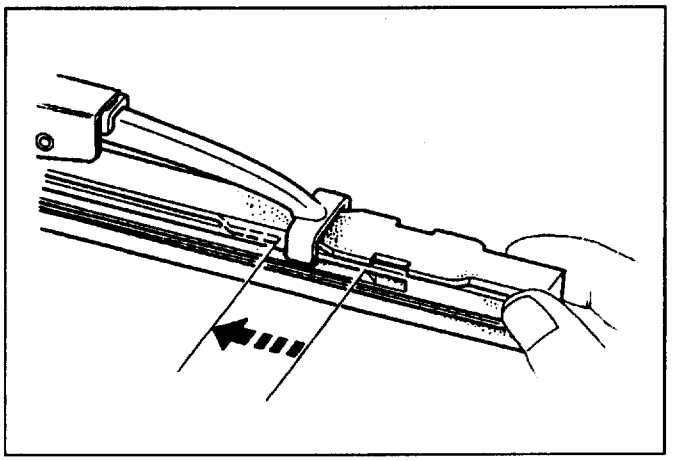

Fig. 8-280
- Install the click of the blade stay in the groove of the new rubber and slide it in. Complete installation by pushing the click (Fig. 8-280).